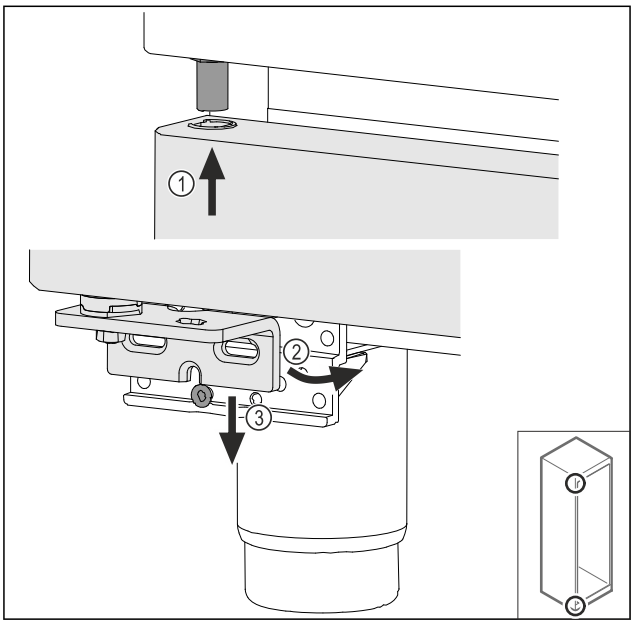

Fig. 62
▶ Așezați pe traseu ușa ușor basculată sus *Fig. 62 (1)*, aliniați dreaptă ușa *Fig. 62 (2)* și așezați jos pe șurubul suportului de lagăr *Fig. 62 (3)*.